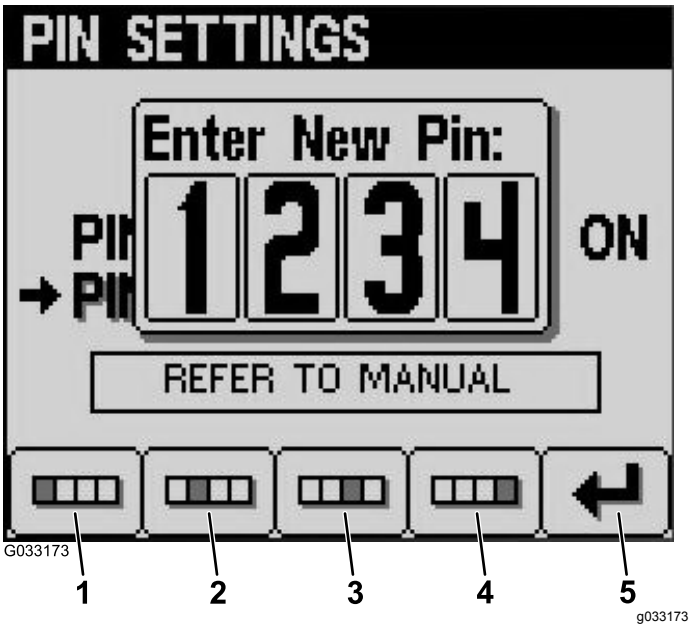

**Figur 25**
7. Indtast din nye pinkode vha. knapperne 1 til 4 og tryk på knap 5, når du har gennemført indtastningen af den nye pinkode (Figur 25).